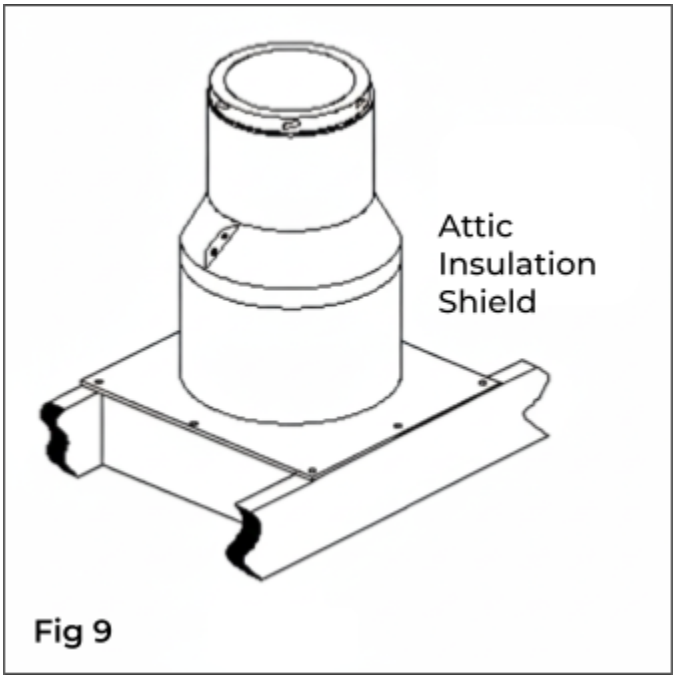

Fig 9
8. **Install Attic Insulation Shield:** Install the Attic Insulation Shield where the chimney passes into an attic. Its purpose is to prevent debris and insulation from getting too close to the chimney (Fig 9). An installed Attic Insulation Shield is 15 inches high. In attic areas where this shield cannot fit, a Square Ceiling Support Box, (which are available in heights of 11", 24", and 36"), can be used instead of an Attic Insulation Shield, provided it reaches through the roof; refer to the Roof Supported Installation section on page 16. If the chimney is fully enclosed through the attic, an Attic Insulation Shield is not required.
5. Secure the Attic Insulation Shield to the top of the framed opening using at least (3) 8-penny nails or (3) 1-½" #8 wood screws per side (Fig 9).